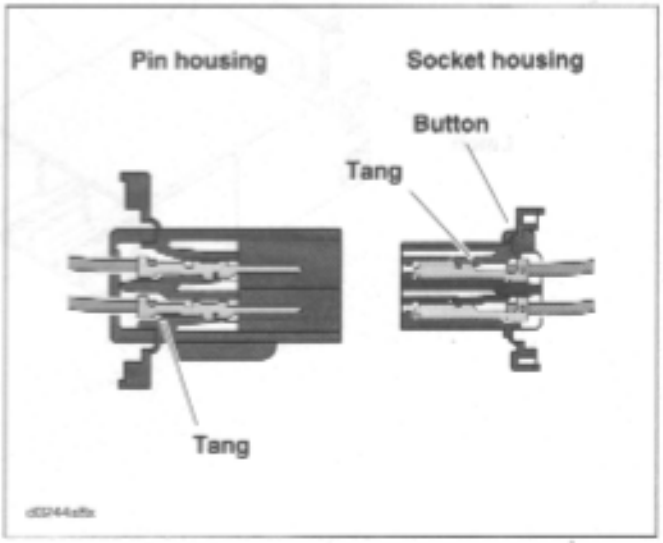

Figure B-3. Multilock Connector Cutaway View
- *See Figure B-3. The tang in the chamber engages the slot to lock the terminal in position.*
2. Raise locking bar by pushing up on bottom flange. With the crimp tails facing upward, insert contact (socket/pin) through locking bar, so that the closed side of the contact rests on the front nest (concave split level area of the crimp tool). See Figure B-3.